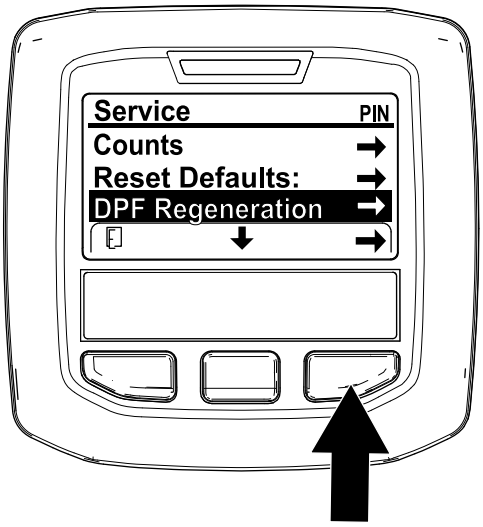

Figuur 35
1. Ga naar het onderhoudsmenu en druk op de middelste knop om naar de optie DPF REGENERATION te gaan (Figuur 35).
2. Druk op de rechterknop om de optie DPF Regeneration te selecteren (Figuur 35).